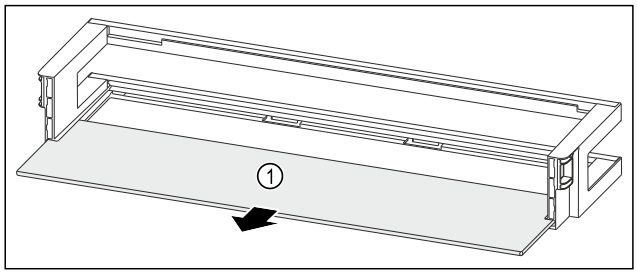

Fig. 56 Oviteline säilytyshyllyn kanssa
▶ Ota säilytyshylly *Fig. 56 (1)* pois.